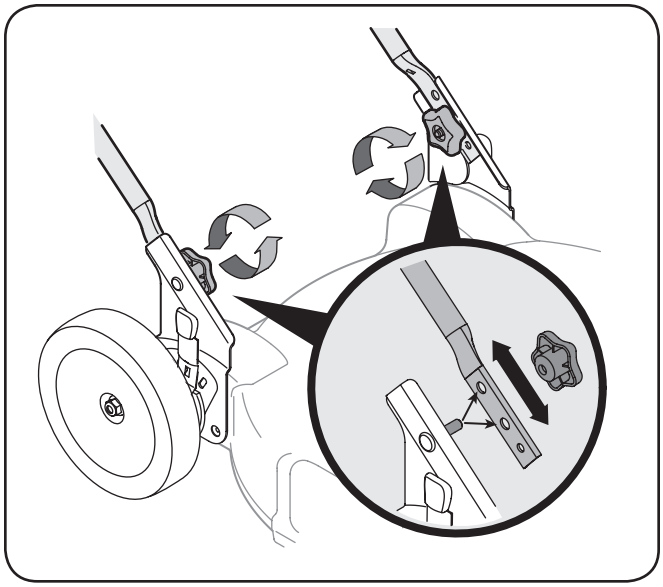

Figure 3-3
2. If satisfied with the height of the handle, tighten the star knobs at the ends of the lower handle shown in Fig. 3-3. For convenience of operation, you may adjust the handle height as follows:
a. Remove the star knobs shown in Fig. 3-3 and remove the lower handle.